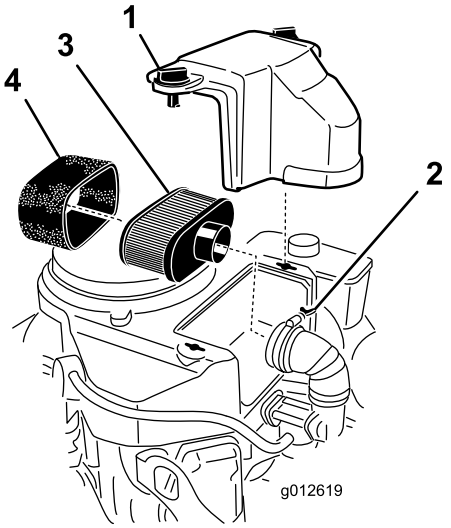

Figur 42
3. Gör rent omkring luftrenaren så att inte smuts faller ned i motorn och orsakar skador (Figur 42).
4. Öppna kåpans vred och ta bort luftrenarkåpan (Figur 42).
5. Skruva loss slangklämman och ta bort luftrenarenheten (Figur 42).
6. Dra försiktigt loss skumplastinsatsen från pappersinsatsen (Figur 42).
1. Rengör pappersinsatsen genom att knacka på den för att få bort damm. Om pappersinsatsen är mycket smutsig bör den bytas ut mot en ny (Figur 42).
1. Skjut försiktigt på skumplastinsatsen på luftrenarens pappersinsats (Figur 42).
2. Sätt luftrenaren på luftrenarbasen eller slangen och fäst den (Figur 42).
3. Sätt luftrenarkåpan i rätt läge och dra åt kåpvredet (Figur 42).